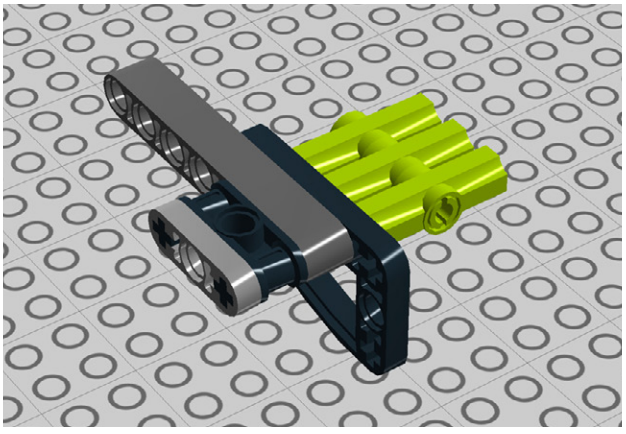

Figure 1-33. *Step 29: Connecting the assemblies*
29. Next attach the angle elements to the ends of the two 4M axles as shown in Figure 1-33.